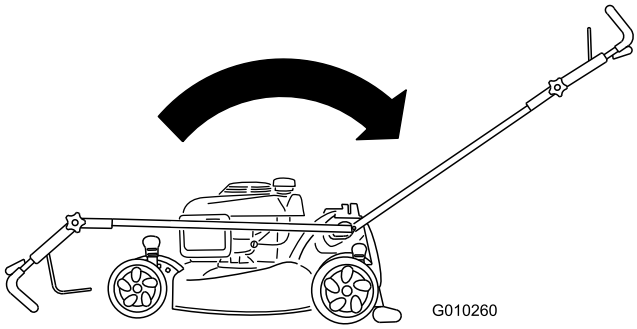

Figur 50
2. Flytt håndtaket til hevet stilling (Figur 50).